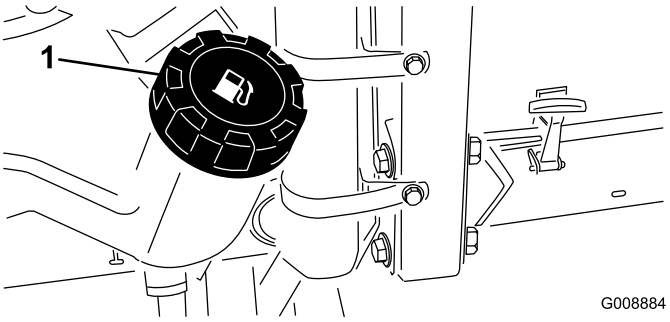

**Figur 39**
1. Rengør området omkring brændstoftankens dæksel (Figur 39).